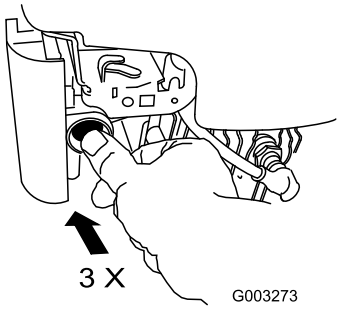

Figure 19
1. Firmly push in the primer 3 times with your thumb, holding the primer in for a second before releasing it each time (Figure 19).